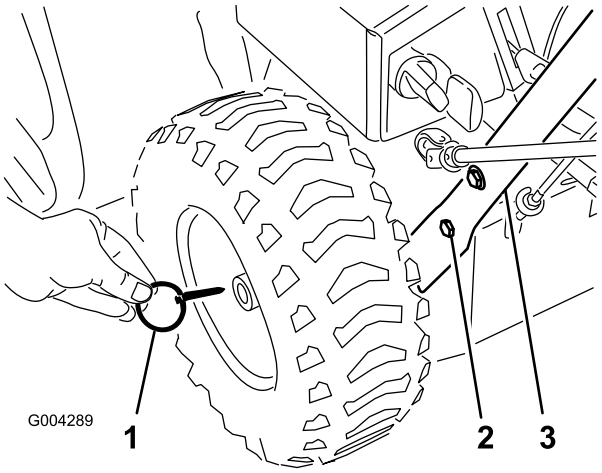

Bild 3
2. Entfernen Sie die Achszapfen an beiden Rädern (Bild 3) und schieben die Räder ungefähr 2,5 cm auf der Achse nach außen.
5. Richten Sie die Löcher auf der linken Seite des Griffs mit den Löchern in der linken Seitenplatte aus und ziehen Sie den Griff mit zwei Kopfschrauben und Wellenscheiben mit der Hand an (Bild 3).